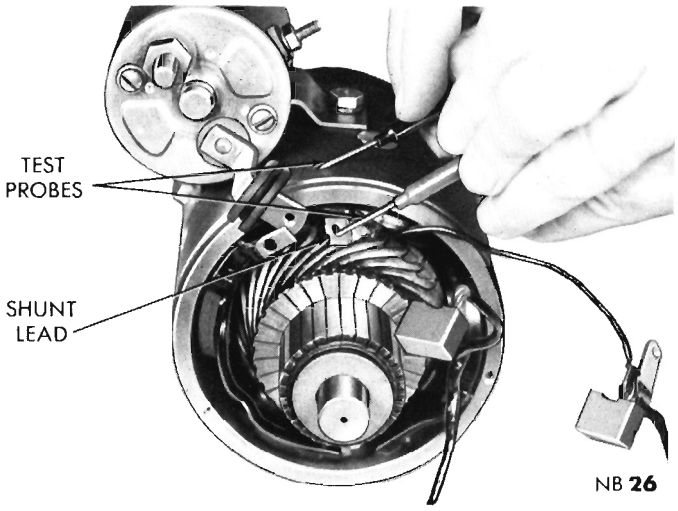

Fig. 11—Testing Shunt Coil for Ground
(6) Touch one probe to shunt field coil lead and other probe to field frame (Fig. 11).